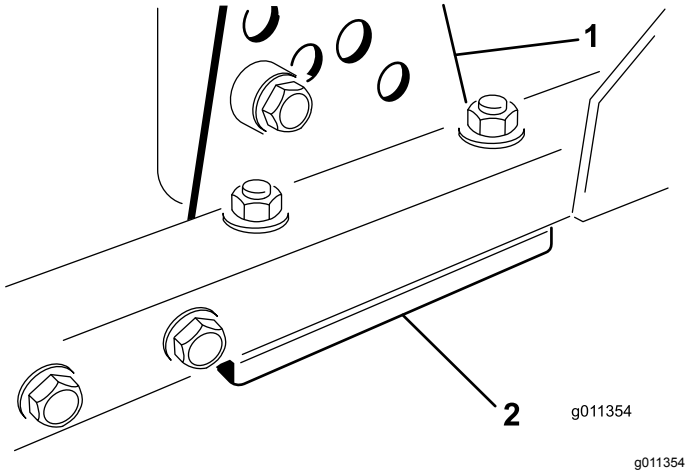

Figur 87
1. Avlägsna klipphöjdsfästet (främre, vänstra eller högra) från däckramen (Figur 87).
2. Justera mellanlägg på 1,5 mm och/eller 0,7 mm mellan däckramen och fästet för att erhålla önskad höjdinställning (Figur 87).